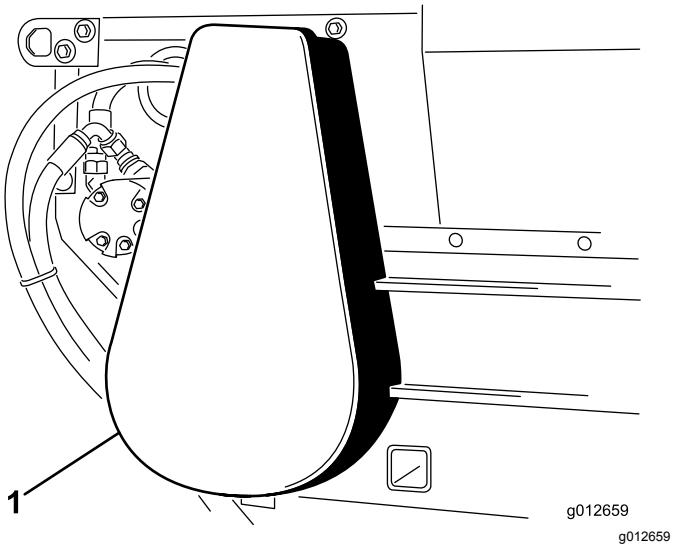

Rysunek 17
2. Usuń pokrywę łańcucha (Rysunek 17).
6. Zamontuj pokrywę łańcucha (Rysunek 17).